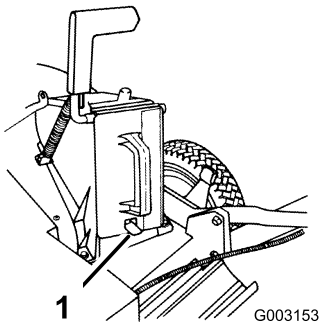

Figura 8
3. Spingete a fondo la chiusura finché non sentirete lo scatto della molla di serraggio, in fondo alla chiusura, a indicazione che la chiusura si è inserita saldamente nel canale di scarico (Figura 8).